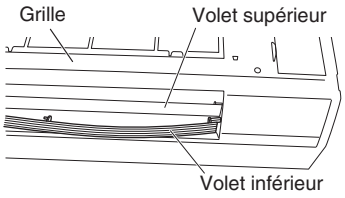

Fig. 3-14
(5) Enlever le volet inférieur en désengageant ses 4 goupilles dans l'ordre. (Figs. 3-14 et 3-15)